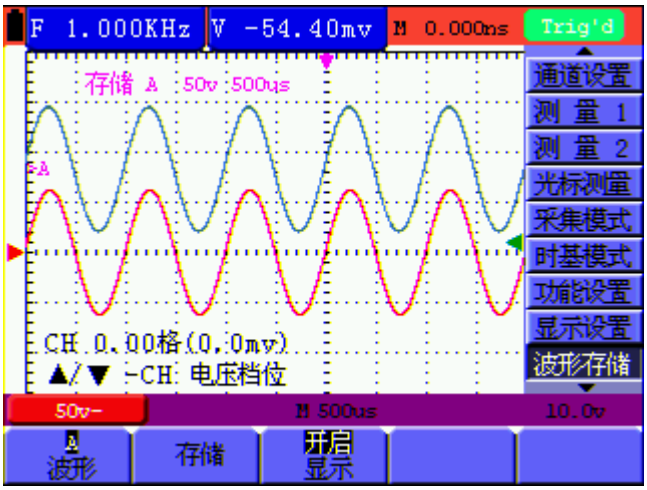

图42：波形储存
5. 按 **F3** 键，选择 **显示** 为 **开启**，储存在地址 A 中的波形就显示在屏幕中，波形显示的颜色是蓝色，同时以紫色信息显示波形的零点位置、电压档位和水平时基。见图 42：